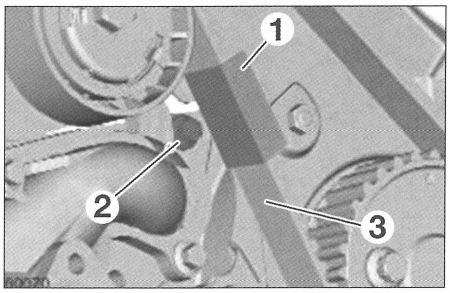

FIG. 24
• Poner plantilla laminada (1) entre la correa de distribución (3) y el tornillo de fijación superior de la bomba de agua (2) **(fig. 24)**